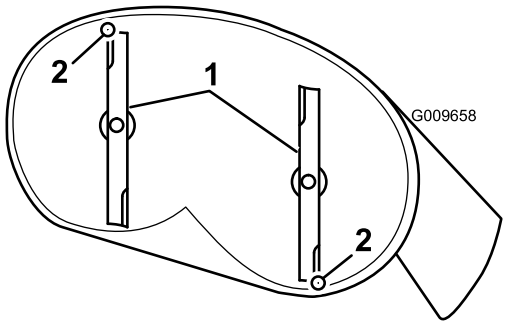

Figur 56
4. Drej forsigtigt knivene, så de vender på langs (Figur 56).
5. Mål fra spidsen af den forreste skærekniv til den plane overflade og spidsen af den bageste skærekniv til den plane overflade (Figur 56). Hvis den forreste skæreknivs spids ikke er 1,6–7,9 mm lavere end den bageste skæreknivs spids, skal du justere den forreste låsemøtrik.
8. Efter justering kontrolleres den langsgående hældning igen. Fortsæt med at justere møtrikken, indtil den forreste spids af skærekniven er mellem 1,6 og 7,9 mm lavere end den bageste spids af skærekniven (Figur 56).